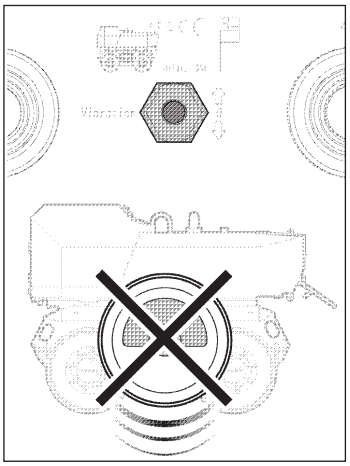

Fig. SE25 Vibration switched off
- Vibration switched off *(Fig. SE25)*